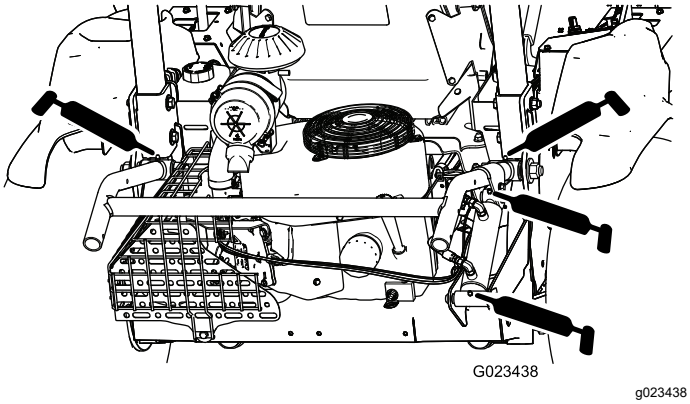

Figuur 31
- Liftsysteem van werktuig (4)—Figuur 31